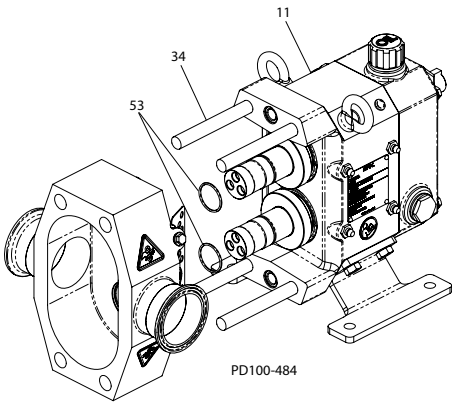

Afbeelding 33 - Pomphuis verwijderen
1. Door gebruik van een houten hamer, slaat u zacht het huis naar voren totdat de deuvels vrij van de tandwielkast zijn (Afbeelding 33, item 11).
2. Schuif het huis voorzichtig van de bouten (item 34) om schade aan de mechanische afdichtingen te voorkomen.
4. Verwijder en controleer de O-ringen van de rotornaaf (item 53).